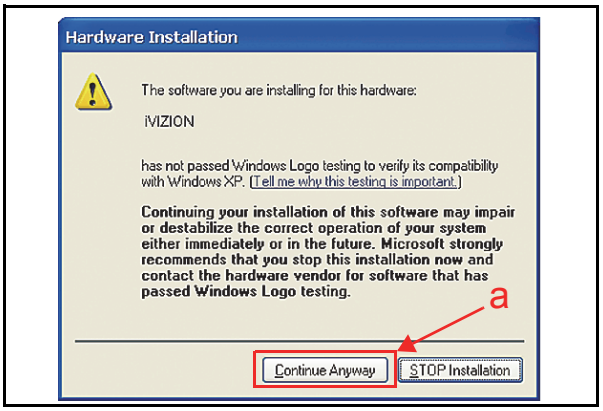

Figure 6-11 Hardware Update Wizard Screen 3
5. The USB Driver locating process will begin. If the Hardware Installation Warning shown in Figure 6-11 appears, Mouse-click on the "Continue Anyway" Screen Button (See Figure 6-11 a).